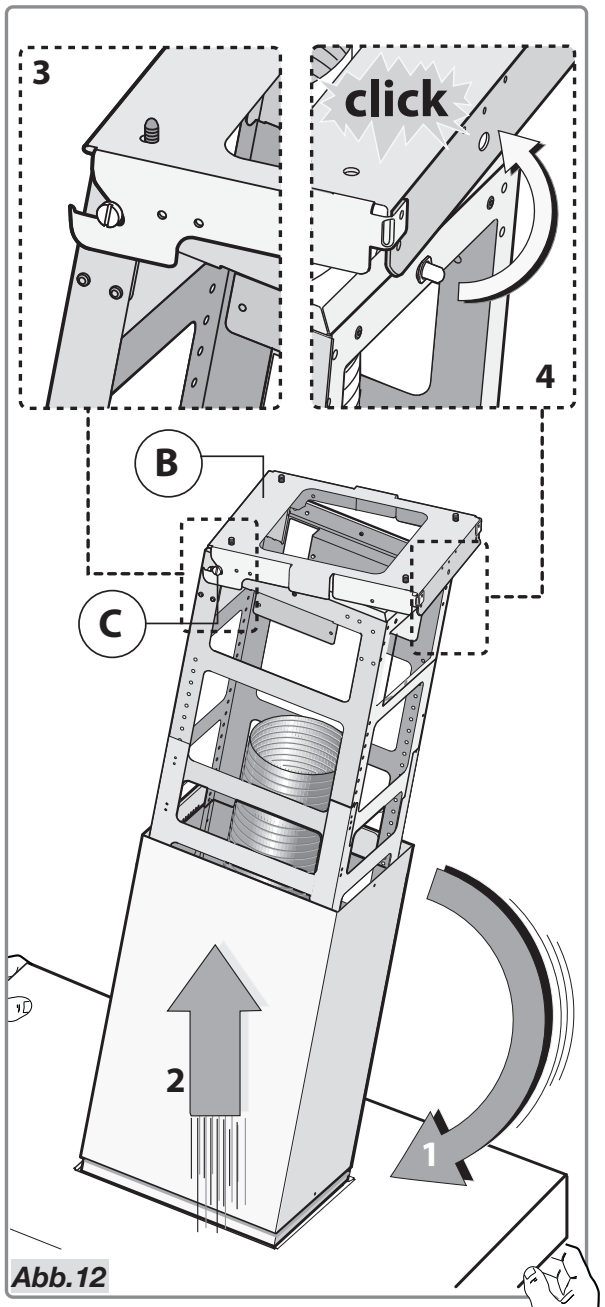

Abb.12
- Neigen Sie die Abzugshaube; siehe dazu Abb.12 – Schritt 1.
- Hängen Sie die Abzugshaube am Bügel **B** ein, und verwenden sie dazu die 2 seitlichen Drehstifte **C**, die sich bereits an der Konstruktion befinden; Abb.12 – Schritte 2-3.
- Bringen Sie die Abzugshaube in ihre Position, damit der Sicherheitsstift in die Öffnung des Bügels **B** eintritt; Abb.12 – Schritt 4.